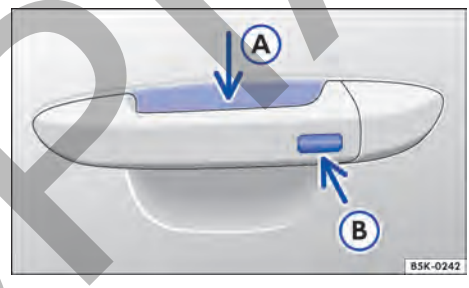

Fig. 50 Keyless Access: superficies del sensor.
– Tocar el sensor → fig. 50 (A) en la parte interna de la manilla de la puerta del conductor o de la puerta del acompañante delantero.
– Tocar la superficie del sensor → fig. 50 (B) en la parte externa de la manilla de la puerta del conductor o de la puerta del acompañante delantero *una vez*.
- Además, dentro de 5 segundos, toque una vez en el sensor en el exterior de la manilla de la puerta → fig. 50 (B).
Para la **apertura de confort** de todos los vidrios eléctricos empujar la manilla de la puerta y mantener presionados, al mismo tiempo, el sensor de la parte interior de la manilla → fig. 50 (A) y la superficie del sensor (B).
Para el **cierre de confort** de todos los vidrios eléctricos mantenga un dedo durante unos segundos sobre la superficie del sensor → fig. 50 (B) del lado exterior de la manilla de la puerta del conductor o del acompañante delantero.
Un fuerte chorro de agua o de vapor puede activar las superficies de los sensores en las manillas si, al mismo tiempo, una llave del vehículo válida está en el área de aproximación. Si al menos un vidrio está abierto y la superficie del sensor → fig. 50 (B) en una manilla de la puerta se activa permanentemente, todos los vidrios se cerrarán. Si el chorro de agua o de vapor se aleja brevemente de la superficie del sensor → fig. 50 (A) de una manilla de la puerta y se vuelve a dirigir hacia ella, posiblemente todos los vidrios se abrirán. ▶